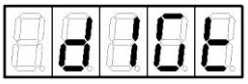

Рисунок 24
2. Кнопкой ← или → установить на индикаторе слово "dIGt" (рисунок 24).